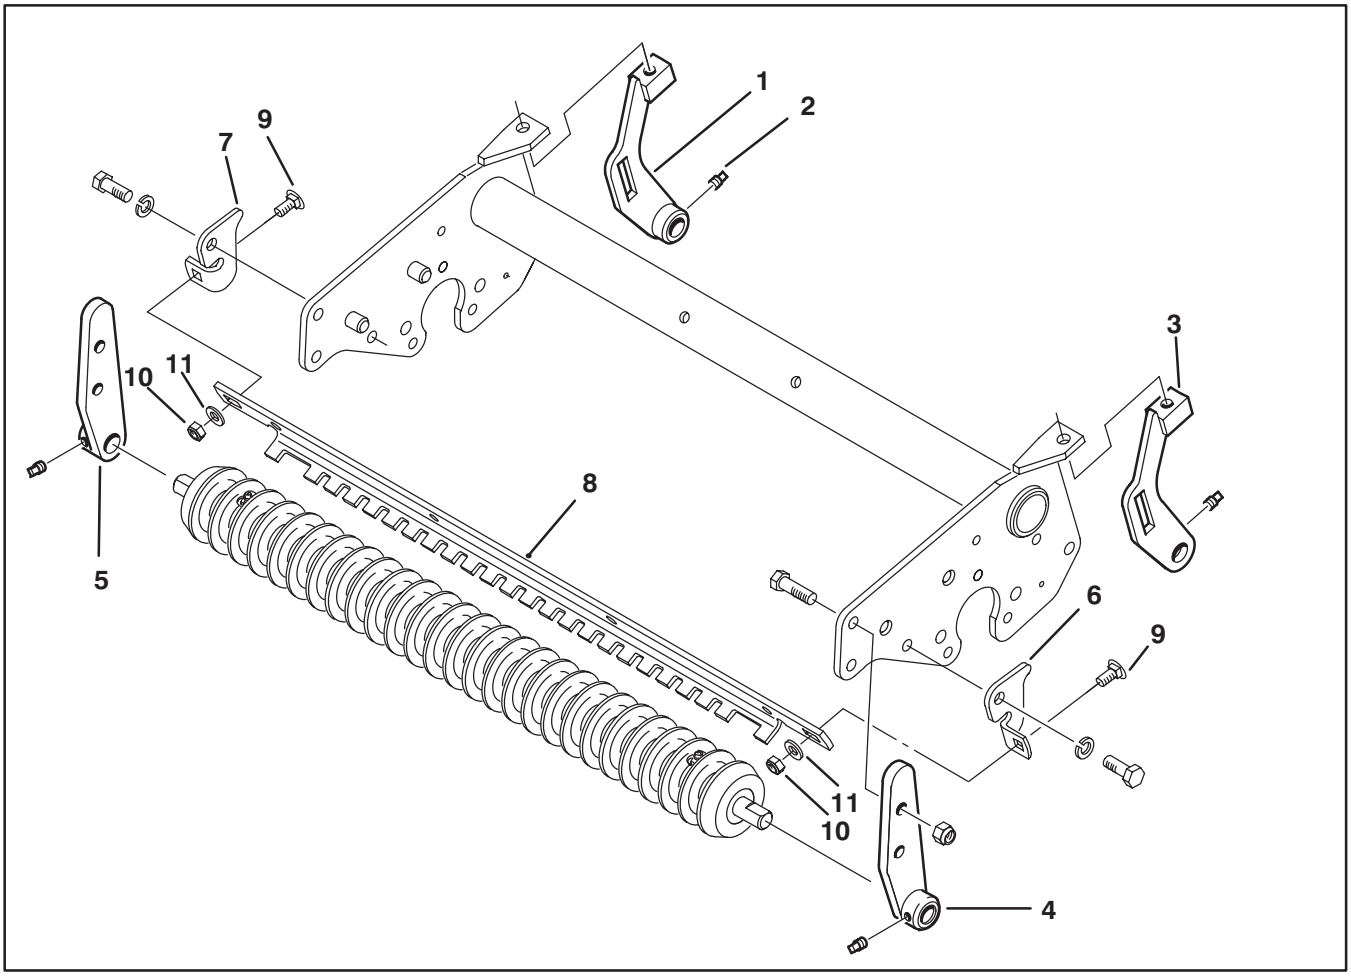

Figure 1
9. Install new roller supports to roller with set screws removed. Mount roller supports to roller as shown in figure 1.
Note: Item numbers 6 thru 11 shown on figure 1, are not included in kit and are required to install a front roller scraper, when using the High Height−of−Cut Kit.